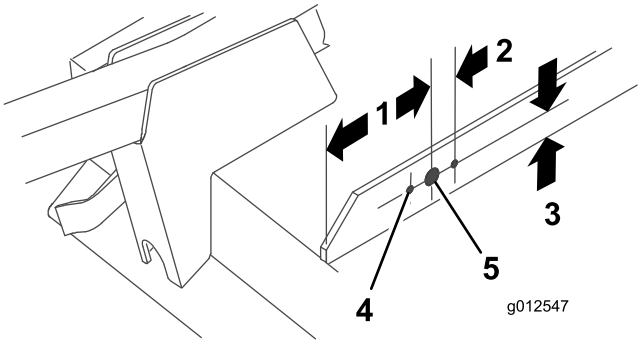

Figure 19
2. Using the dimensions shown in Figure 19, locate, mark, and drill a 13/16 inch diameter hole and two 13/32 inch diameter holes in the right bridge bar.